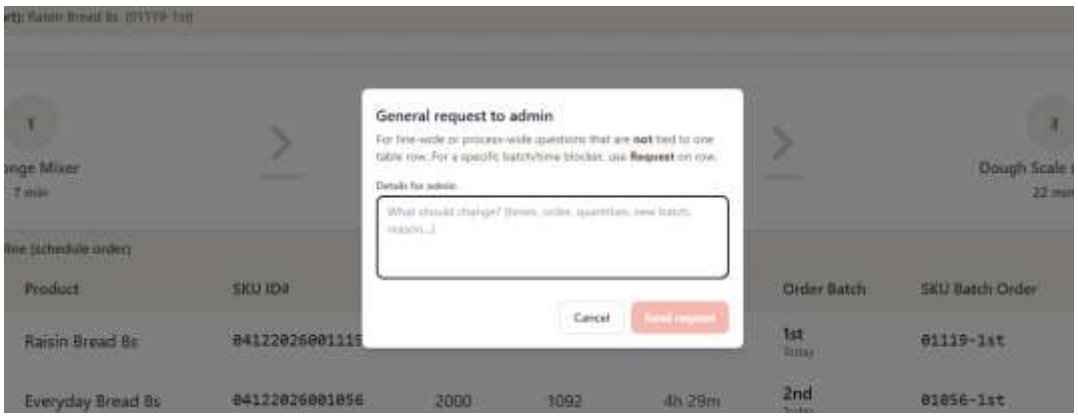

Figure 85: General Request Dialog
Step 14: Upon clicking General Request button, it will show a dialog containing a huge text field that the Supervisor can use to chat in details the Request regarding Process Line he is supervising as seen in Figure 85.